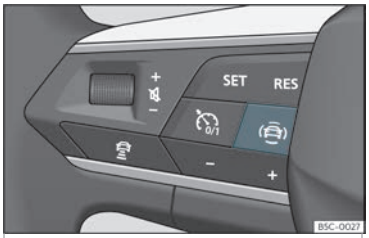

Abb. 58 Linke Seite des Multifunktionslenkrads: Taste für die Fahrerassistenzsysteme (modellabhängig).
• Taste ››› **Abb. 58** drücken, um das Menü **Assistenten** zu öffnen.